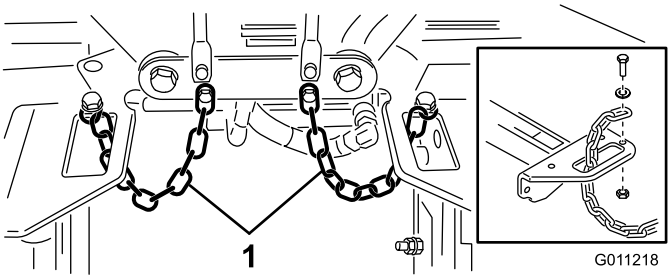

Figuur 22
4. Leid een stabilisatieketting door de sleuf aan het uiteinde van elk draagframe. Bevestig de stabilisatieketting aan de bovenzijde van het draagframe met een bout, een ring en een borgmoer (Figuur 22).